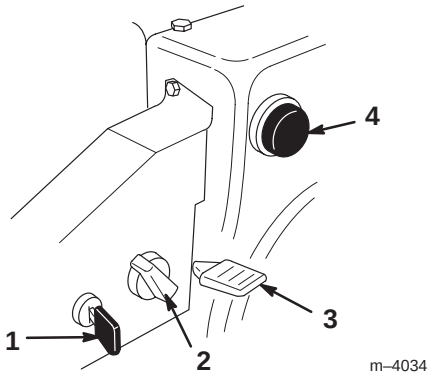

Figure 20
- **Ignition Switch** (Fig. 20)—Insert the key before starting the engine. To stop the engine, remove the key.
- **Choke** (Fig. 20)—Rotate the choke clockwise to the *On* position to start a cold engine. As engine warms up, gradually rotate the choke counterclockwise to the *Off* position.
- **Throttle** (Fig. 20)—Move the throttle upward to increase the engine speed; move it downward to decrease the engine speed. Move the throttle to the *Stop* position to stop the engine.
- **Primer** (Fig. 20)—Press the primer to pump a small amount of gasoline into the engine for improved cold-weather starting.
2. Remove the key from the ignition switch (Fig. 20).
3. Pull the choke knob off (Fig. 20).
5. Rotate the choke (Fig. 20) to the *On* position.
6. Insert the ignition key (Fig. 20).
7. Cover the hole in the center of the primer (Fig. 20) with your thumb and push in the primer three times, pausing a moment between pushes.
9. After the engine starts, immediately rotate the choke (Fig. 20) to the 3/4 position. As the engine warms up, rotate the choke to the 1/2 position. When the engine warms up sufficiently, rotate the choke to the *Off* position.